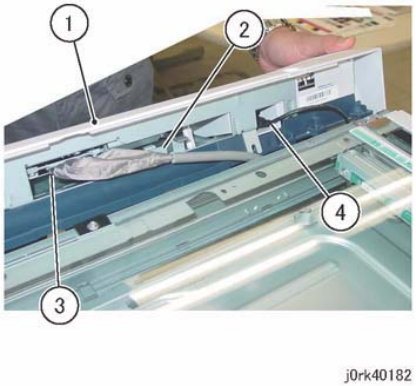

Figure 3 Control Panel Removal
5. Remove the Control Panel. (Figure 3)